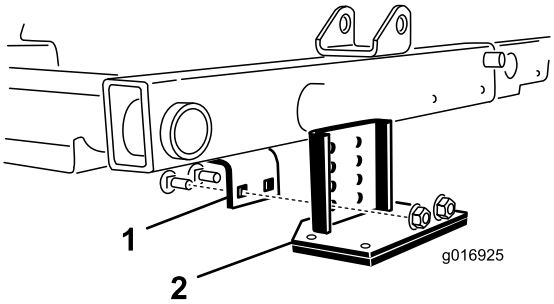

Figur 30
2. Find rammebeslaget over den midterste klippeenhed (Figur 30).
3. Tryk ned på frontrullen over den midterste klippeenhed og bemærk hvilke af tippebeslagets huller, der flugter med hullerne på rammebeslaget, således at der opnås den samme rullekontakt, når tippebeslaget er monteret (Figur 30).
4. Sænk klippeenhederne og monter tippebeslaget på rammen med de (2) bræddebolte og møtrikker, der følger med sættet (Figur 30).